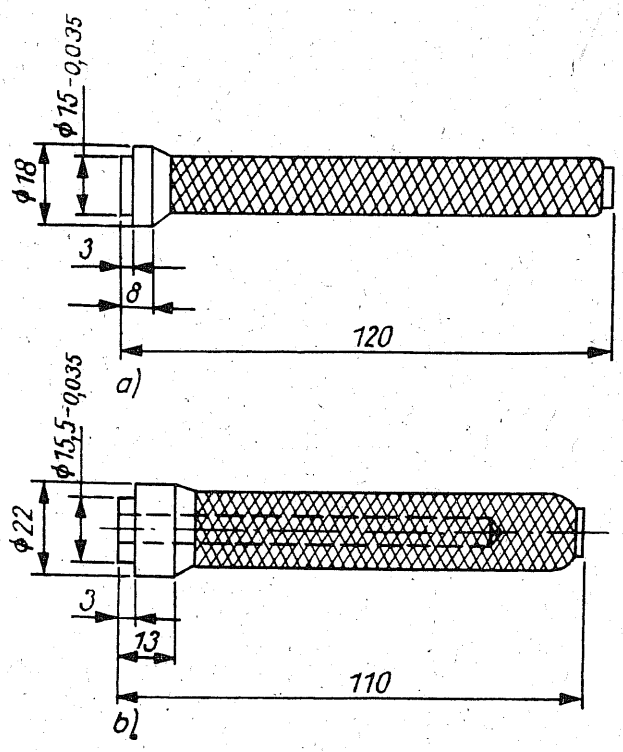

Bild 52
- Muttern (10) abnehmen und Spannbolzen (12) herausdrücken
- Achsschenkel mit Ständer abnehmen und Stellscheibenpakete A und C sowie Schutzring (2) entfernen
- Mit Hilfe eines Hammers die Bundbolzen (8), Schutzkappe (4) und Stellscheibenpakete B und D herauspressen
- Mit einem Dorn (Bild 52) die Buchse (9) herauspressen
- Mit einem Dorn den Sperrstift (13) aus dem Achsschenkel von der der Ankörnung gegenüberliegenden Seite her herausschlagen
- Vom Ständer den Achsschenkelbolzen (6) mit einem Alu- oder Messingdorn heraustreiben
- Mit einem Dorn nach Bild 52 die Buchsen (7) des Achsschenkelbolzens herausschlagen
- Mit dem Dorn nach Bild 52 die Buchsen (7) bündig mit der Innenseite des Ständers einpressen und eine Nut in die Buchsen (7) bündig mit der Nut des Ständers zur Aufnahme der Fassung (16) einarbeiten (mit einer Feile)
- Mit einer Führungsreibahle die Buchsen (7) auf das Maß $16^{+0,025}_{+0,006}$ aufreiben und den Achsschenkelbolzen mit einem Gummihammer leicht in die Buchsen eintreiben
- Auf die Stützfläche des Achsschenkels (5) in die vorhandene Bohrung den Stift einführen, auf den Stift die Stützscheibe (14), das Traglager (15) und die Fassung (16) aufsetzen. Den Achsschenkel in den Ständer (3) einführen, die Höhenluft ermitteln und diese durch Beilegen von entsprechend dicken Stützscheiben (14) ausgleichen
- In Ständer (3) und Achsschenkel (5) den vorher eingepaßten Achsschenkelbolzen einpressen, mit der Abflachung am Bolzen der Sperrstiftöffnung zugewandt, bis sich Abflachung und Bohrung decken. Vorher alle Teile einölen und die Fassung mit Fett füllen
- Den Sperrstift (13) einpressen und mit drei Körnerschlägen sichern.
- Mit dem Dorn nach Bild 52 die Buchsen (9) in den Ständer einpressen, bis diese bündig mit den Flächen für die Stellscheiben stehen, wobei die Öffnung für die Schmierung in der Buchse zur Stirnseite des Achsschenkelbolzens gerichtet sein muß
– Bundbolzen (8) in die Buchsen (9) einpassen, wenn nötig, mit einer Reibahle nachreiben, bis die Bolzen stramm eingeführt werden können. Die Späne vom Reiben der Buchse werden vorher entfernt.